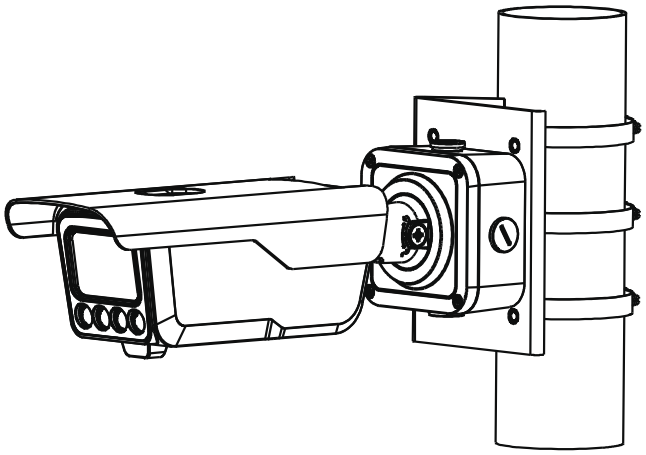

Рисунок 5.4 – Монтаж видеокамеры на столбовом кронштейне BR-103
1. Закрепите видеокамеру на столбовом кронштейне. С помощью хомутов из комплекта поставки столбового кронштейна закрепите столбовой кронштейн с видеокамерой на столбе, а затем плотно затяните хомуты (Рисунок 5.4).